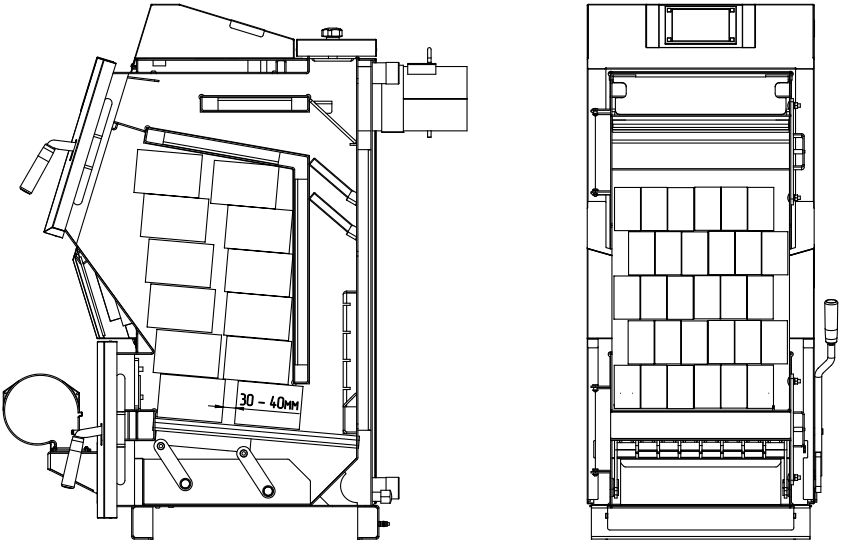
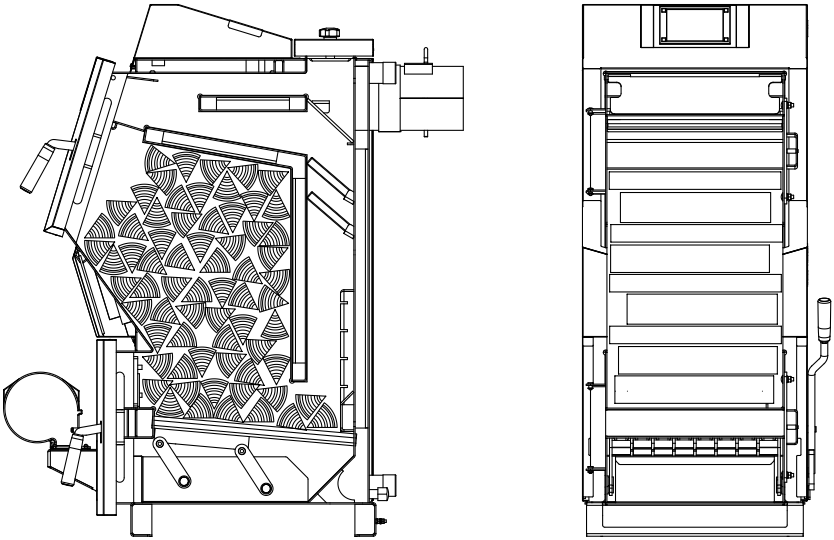
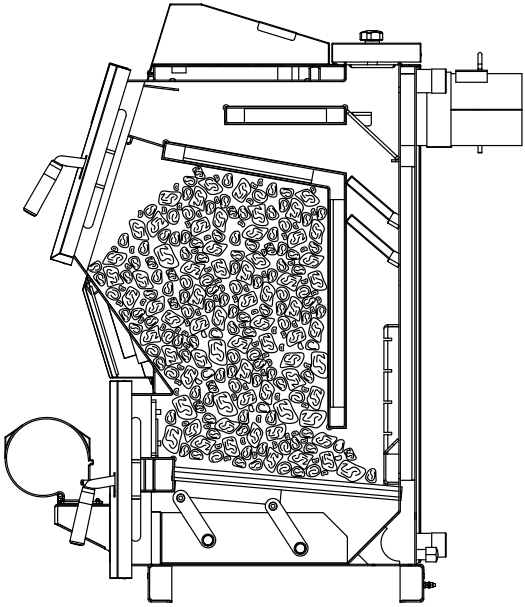

Рис.9 Схема загрузки котла древесными брикетами.
Рис.10 Схема загрузки котла дровами.
Рис.11 Схема загрузки котла углём.
7.5.11. Электромонтаж и подключение котла к электрической сети производить согласно инструкции по эксплуатации и монтажу на контроллер котла ecoMAX 200W (п.п.11.5 Рис.11).
8.6.5. Для полной загрузки котла топливом для длительного горения необходимо: выключить вентилятор нажатием кнопки «СТОП», открыть дверцу загрузочную аккуратно приоткрыв её на 5-10 мм на 10-15 секунд для предотвращения хлопка пиролизных газов и заполнить топку котла топливом, равномерно распределяя его по всему объему в соответствии рис.9, рис.10, рис.11. После загрузки котла убедиться в отсутствии просыпания топлива на рамку загрузочной двери и отсутствии топлива возле загрузочной двери. После загрузки котла топливом закройте и зафиксируйте дверцу загрузочную (Рис.1 поз.3) и запустите вентилятор кнопкой «ПУСК».
распределяя его по всему объему в соответствии рис.9, рис.10, рис.11. После загрузки котла топливом закройте и зафиксируйте дверцу загрузочную (Рис.1 поз.3) и запустите вентилятор кнопкой «ПУСК».